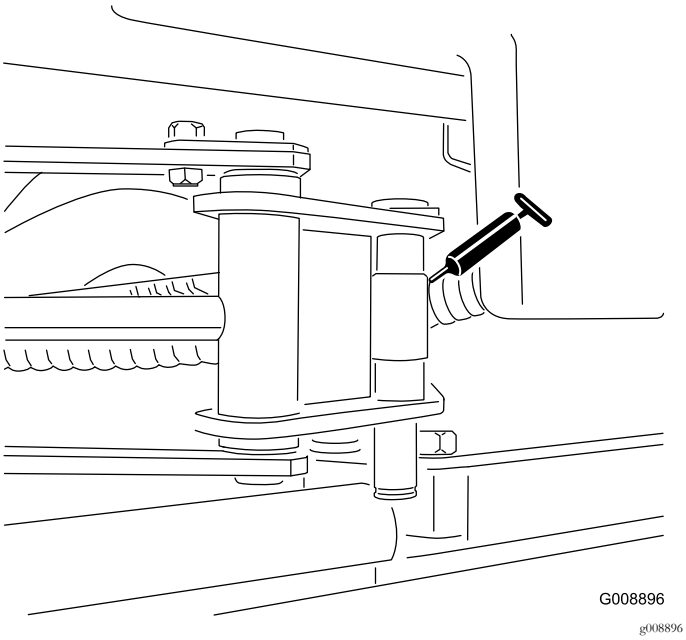

Figur 52
- Sidespolecylinderender (2; kun model 03171) (Figur 52)